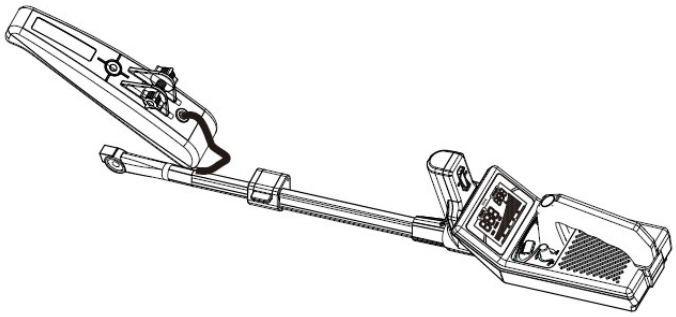

Figure 11
2. Sortez délicatement le plateau d'antenne et le boîtier du récepteur. Ne tirez pas fortement sur le câble de connexion du plateau d'antenne (voir figure 11).